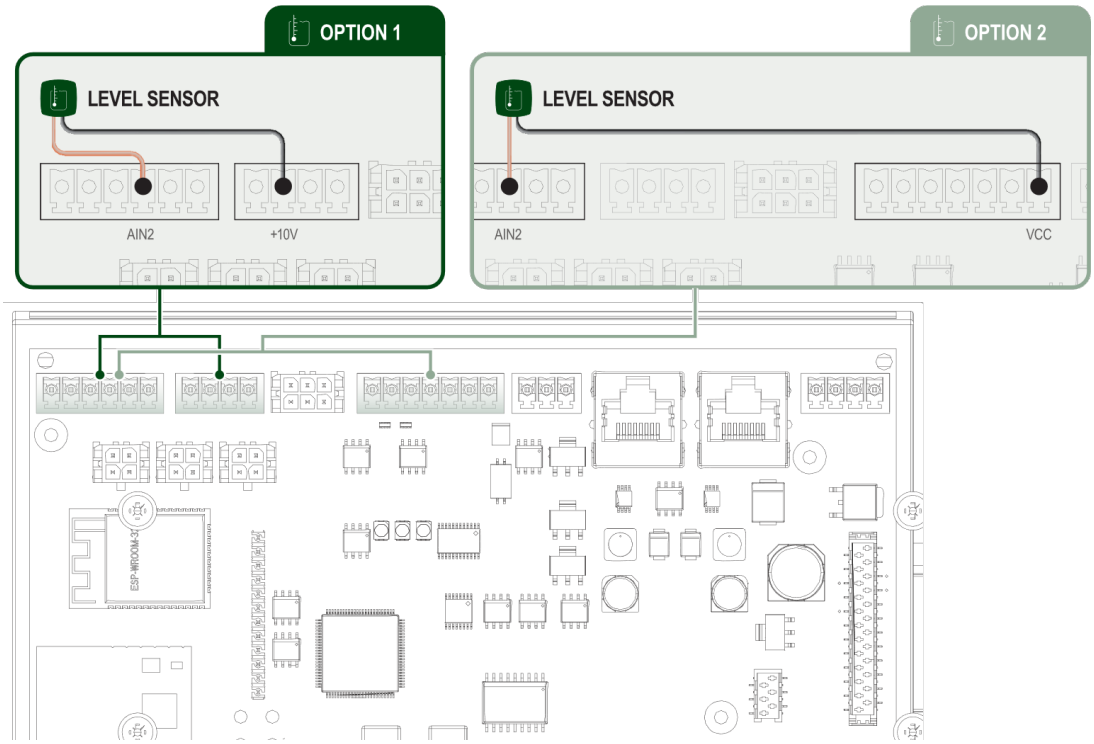

Figa. 18 Podłączanie do terminali
Esy I/O kontroluje poziom wody za pomocą dwuprzewodowego czujnika głębokości prądu 4/20 mA. Czujnik może być zasilany napięciem do 12 V DC (opcja 2, patrz Figa. 18), a zakres można ustawić z poziomu aplikacji "*H2D (Język H2D)*". Czujnik poziomu musi być podłączony bezpośrednio do listwy zaciskowej, jak w Figa. 18. Podłączenie jest możliwe za pośrednictwem opcji 1 lub opcji 2. Czujnik głębokości ma polaryzację, przed podłączeniem sprawdź schemat połączeń.
1. Czujnik poziomu do stosowania do monitorowania poziomu wody w zbiorniku zbiorczym. W przypadku okablowania podłącz przewód zasilający do zacisku AIN2 i +10V lub AIN2 i VCC (patrz Figa. 18).